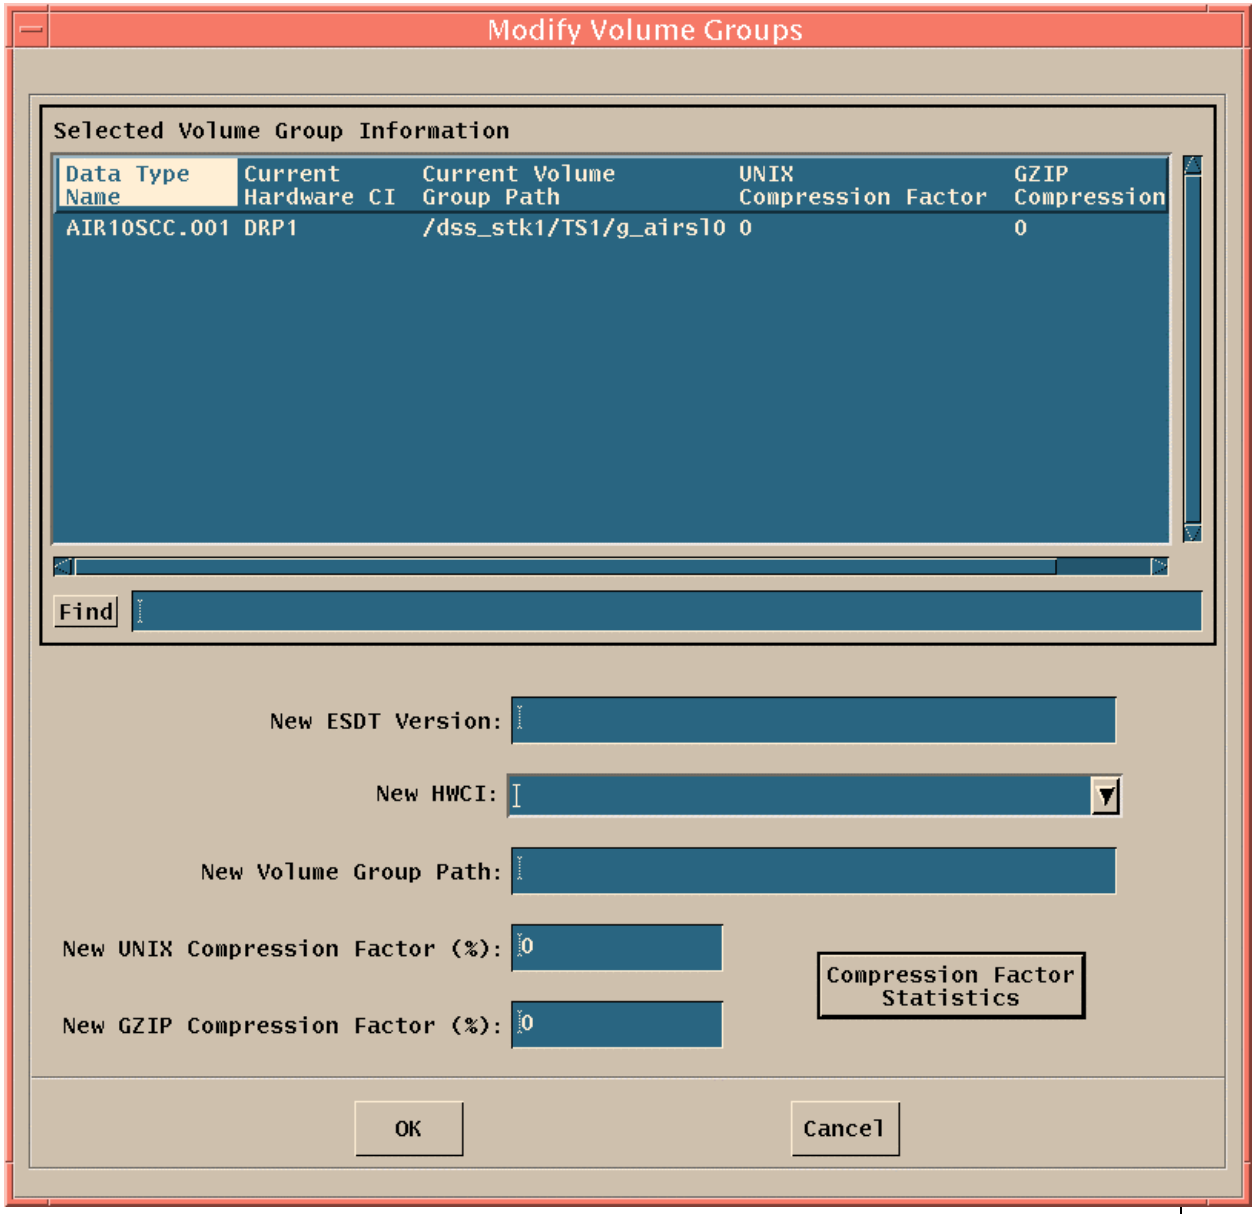

Figure 27. Modify Volume Groups GUI
1. This brings up the "Volume Group Information" pane which is what figure 27. actually illustrates.
- See figure 27.
- This brings up the "Volume Group Information" pane which is what figure 27. actually illustrates.